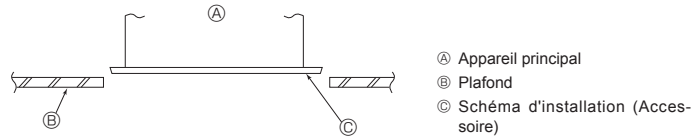

Fig. 4-7
4.6. Confirmez l'emplacement de l'appareil principal et serrez les boulons de suspension (Fig. 4-7)